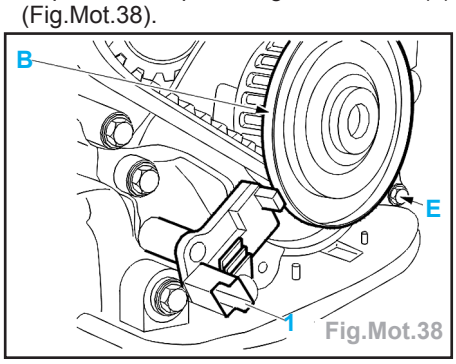

Fig.Mot.38
- Déposer le capteur régime moteur (1) (Fig.Mot.38).
- Reposer l'équerre anti-décalage (E) et serrer à 0,5 daN.m (Fig.Mot.38).